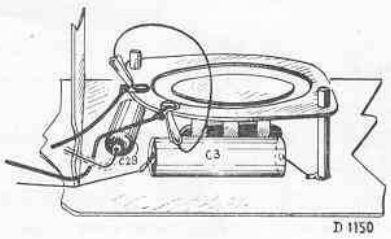

Fig. 6
3. Court-circuiter le régulateur de seuil en interconnectant deux points sur le premier segment du commutateur de longueurs d'onde. Ce sont les noeuds de C4, R15, cathode L4 et R14, R18 et C47. Voir la fig. 6.